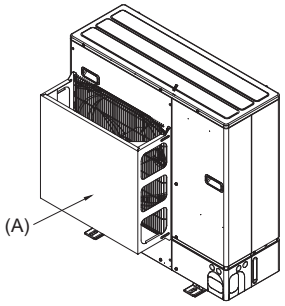

Abb. 2-5
(2) Installieren Sie eine als Sonderzubehör erhältliche Luftschutzführung, wenn die Anlage an einem Aufstellort installiert ist, an dem die Gefahr besteht, dass starker Wind direkt in die Luftaustrittsöffnung bläst. (Abb. 2-5)